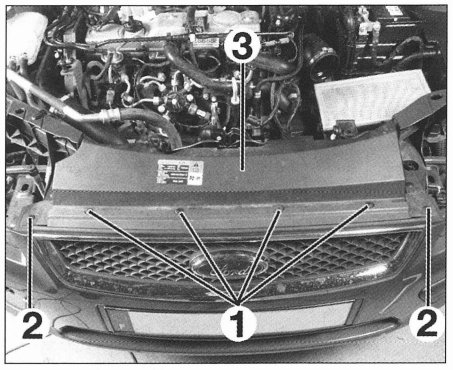

FIG. 2
- los tornillos (1) **(fig. 2)**.